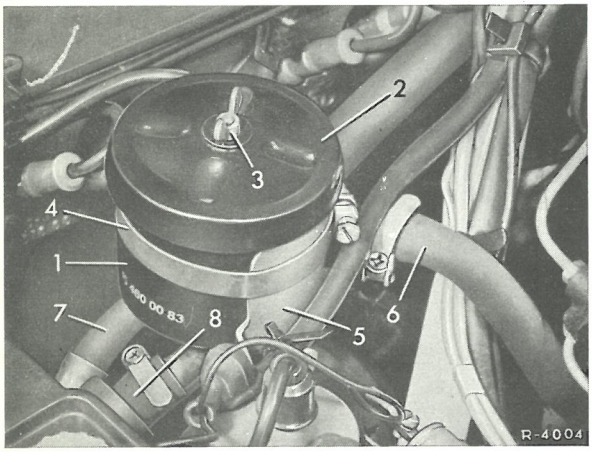

Fig. 46-21/1
1 Dækslet (2) på forrådsbeholderen tages af og oliestanden prøves evt. efterfyldes (fig. 46-21/1).